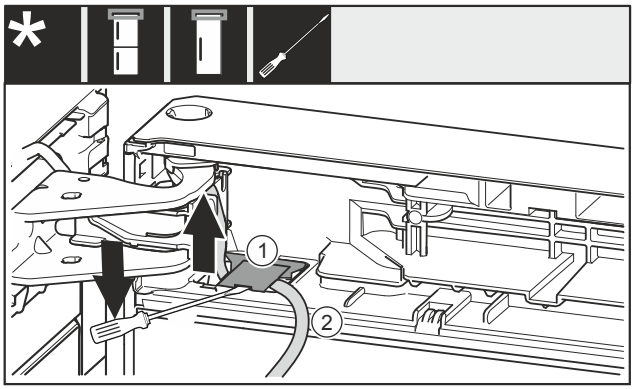

Fig. 15
- ▶ Met een platte schroevendraaier de afdekking *Fig. 15 (1)* optillen en wegtrekken.
- ▶ Kabel *Fig. 15 (2)* uittrekken.